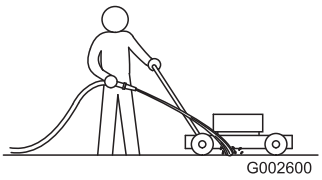

Bild 30
1. Lassen Sie den Motor auf einer flachen, befestigten Oberfläche laufen und sprühen Sie Wasser vor das **rechte** Hinterrad (Bild 30).